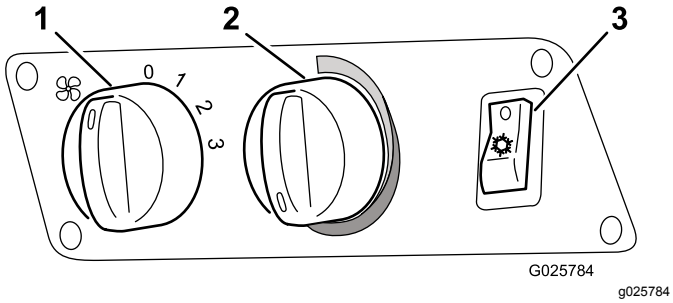

Figur 6
2. Tænd for blæserafbryder (Figur 6).
3. Tænd for airconditionafbryderen (Figur 6).
4. Sæt temperaturreguleringsknappen (Figur 6) på den koldeste indstilling (hele vejen mod uret).